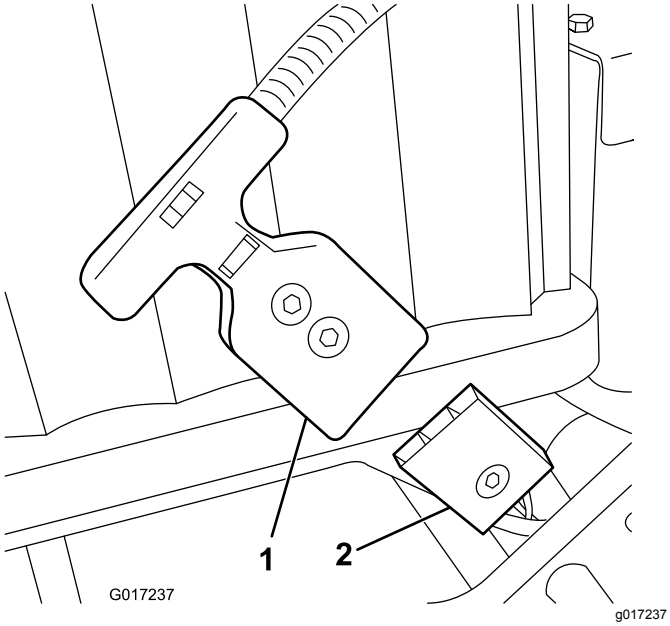

**Rysunek 16**
**Informacja:** Jeżeli po zamontowaniu akumulatora nie da się podłączyć wtyczki wiązki przewodów do gniazda akumulatora, możesz w pierwszej kolejności podłączyć wiązkę przewodów do akumulatora, a następnie umieścić akumulator na swoim miejscu. Odłącz główne złącze zasilania (Rysunek 16) od podstawy akumulatora. Podłącz złącze do akumulatora w opisany sposób. Zamocuj akumulator do podstawy, przekładając podłączoną wiązkę przewodów przez odpowiedni otwór, a następnie zamocuj główne złącze zasilania do podstawy akumulatora za pomocą zdjętych wcześniej elementów mocujących.
16. Podłącz złącze T-handle głównej wiązki przewodów do głównego złącza zasilania przy podstawie akumulatora (Rysunek 16).